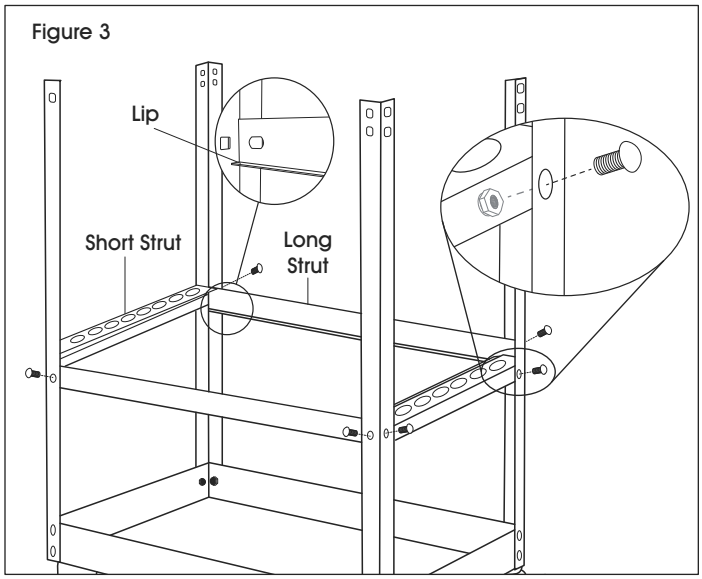

Figure 3
1. Attach long strut to the inside of the legs with two 5/16 x 1/2" bolts and two 13 mm nuts. (See Figure 3)